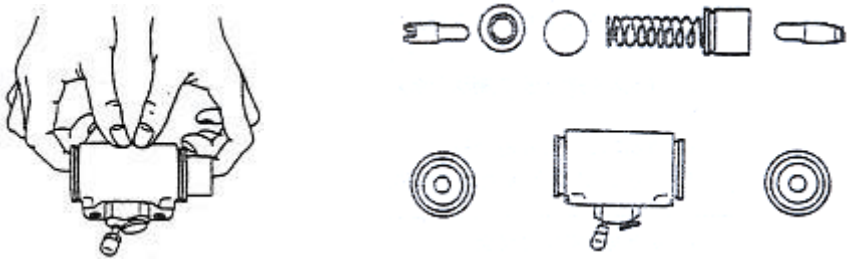

Figure 2-17
(7) Disassemle the brake cylinder: Remove the dust-proof ring. Press on one end of the piston to push out the other end and then press down the headed out end of piston with fingers. See figure 2-17
(2) Conduct visual inspection of the piston cup for damage and deformation. Replace the cup if there is any abnormality.
(3) Measure the free length of brake cylinder spring. Replace it if it exceeds the baseline.
(4) Measure the thickness of friction disk. Replace it if the wear degree exceeds limit. Figure 2-17 Standard thickness: 8.0mm; Minimum thickness: 2.0mm
(5) Conduct visual inspection on the inner surface of brake drum for damage and uneven wear. Then grind the brake drum for correction purpose and replace it if it can’t be corrected.